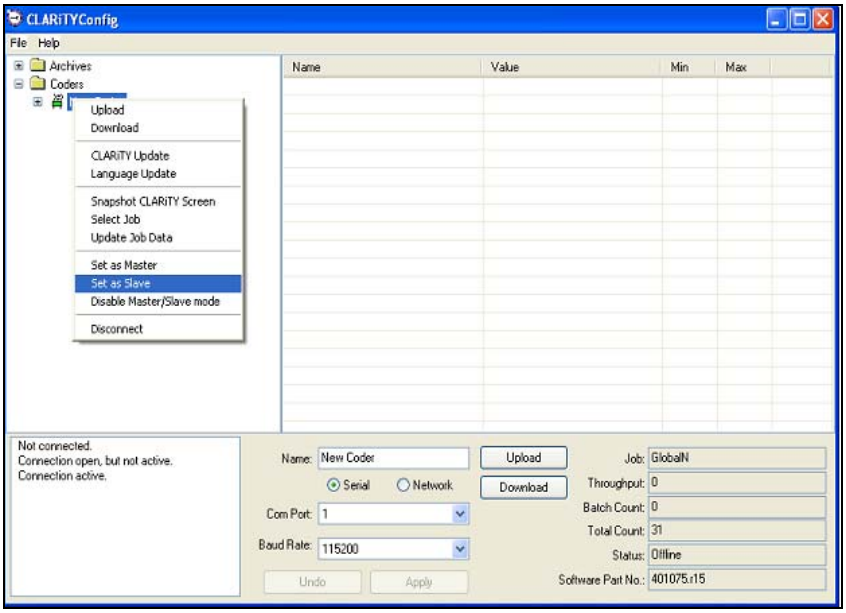

Figure 5-55: Set as Slave Command
2. Select *Set as Slave*, as shown in drop-down list in Figure 5-55.